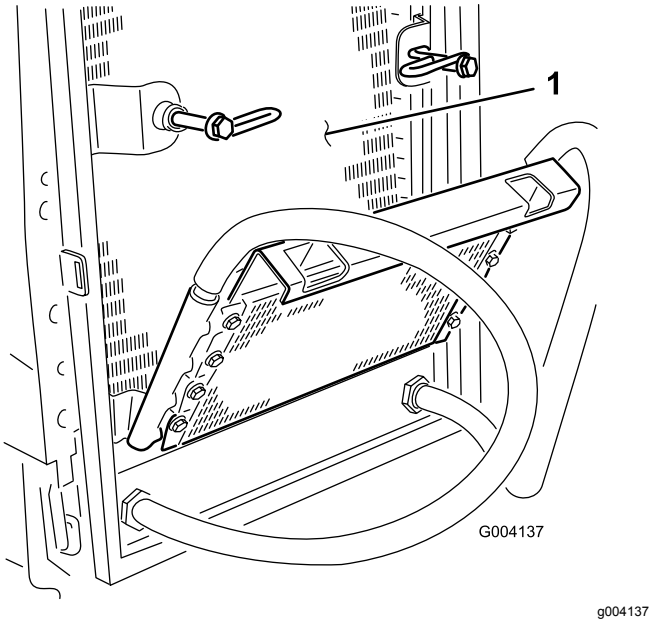

Figur 50
6. Rengør begge sider af oliekøler og køler (Figur 50) grundigt med trykluft.